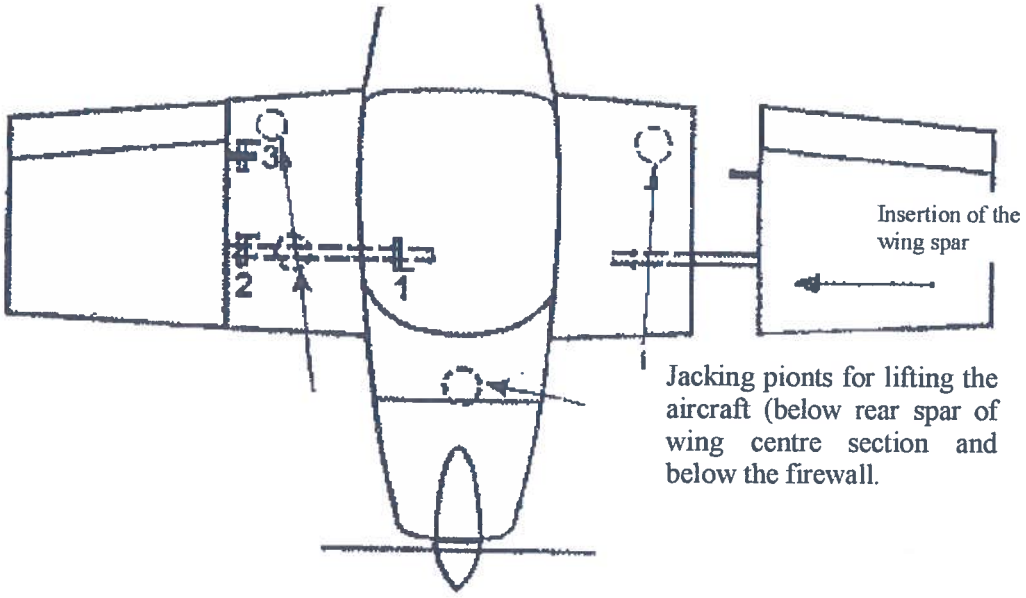

Fig. 3 Insertion of the wing spar into the wing centre section, position of the wing pins and the support points.
1. Fit the spar end of the right wing into the spar end (fork) of the wing central section and push the wing along its longitudinal axis so that a connection slot between the wing central section and the wing root is approx. 100 mm (Fig. 3). Connect the hoses from the Pitot-static tube and prepare and adjust the wing fuel tank hoses, connect the wiring for fuel tank conductive connection ans position lights
5. Pull out the wing along its longitudinal axis so that there is a distance between the wing and the wing root of approx. 100 mm (Fig. 3). Disconnect the hoses from the Pitot-static tube, the wing fuel tank hoses, disconnect the wiring for fuel tank conductive connection and position lights.